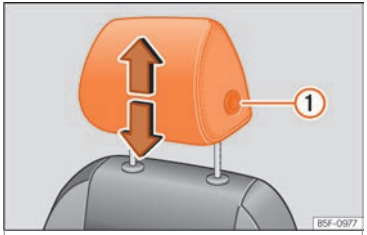
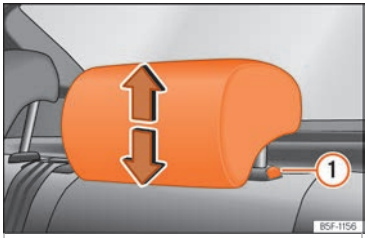

Fig. 119 Front seat: headrest adjustment.
Fig. 120 Rear headrest: headrest adjustment.
- Grab the sides of the headrests with both hands and push upwards to the desired position. To lower it, repeat the same action, pressing the (1) ››› Fig. 119 ››› Fig. 120 button on the side.
- Press the side button ››› Fig. 119 (1) and remove the headrest.